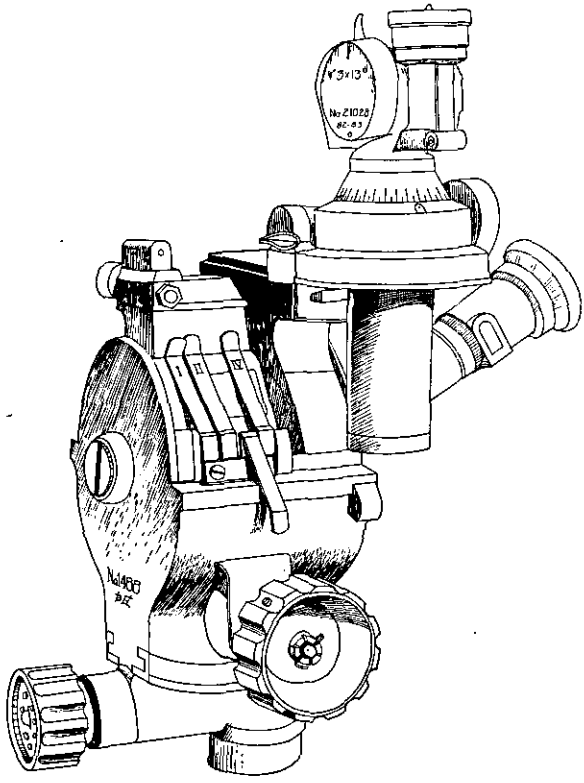

Figure 139.—Panoramic artillery sight.
(2) *Sight.*—The Model 92 (1932) 70-mm howitzer uses the same panoramic sight (fig. 139) as the field-artillery weapons. The mount of the sight is on the left side of the piece. The sight bracket includes a range drum, an elevating bubble, and a cross-leveling bubble for correcting for differences in level of the wheels. There are four strips on the range drum, numbered I, II, III, and IV, corresponding to powder charges 1, 2, 3, and 4. When the strip which is selected ac-